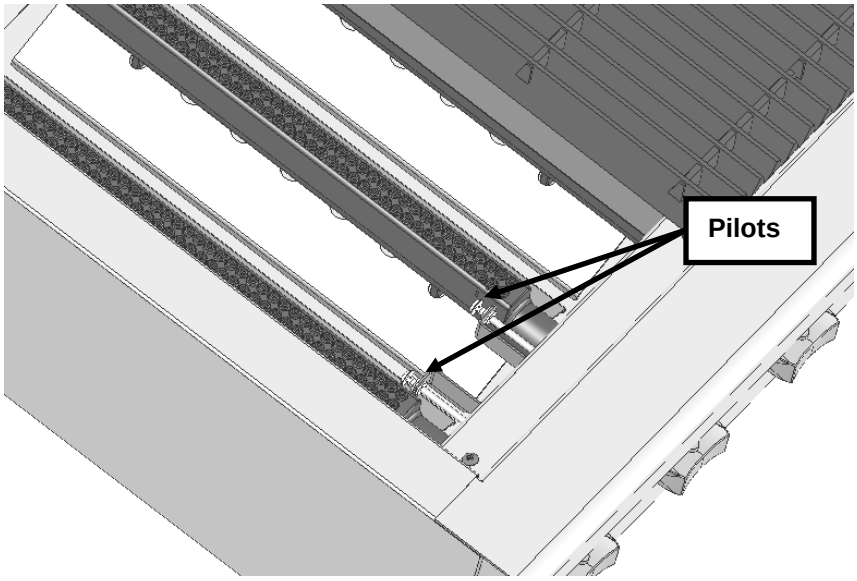

FIG. 6
1. See Fig. 6. Turn main gas shut-off valve and the individual burner gas valves OFF. Wait 5 minutes.
1. Voir Fig. 6. Fermez le robinet d'arrêt principal ainsi que la soupape individuelle du brûleur de gaz. Attendez 5 minutes.